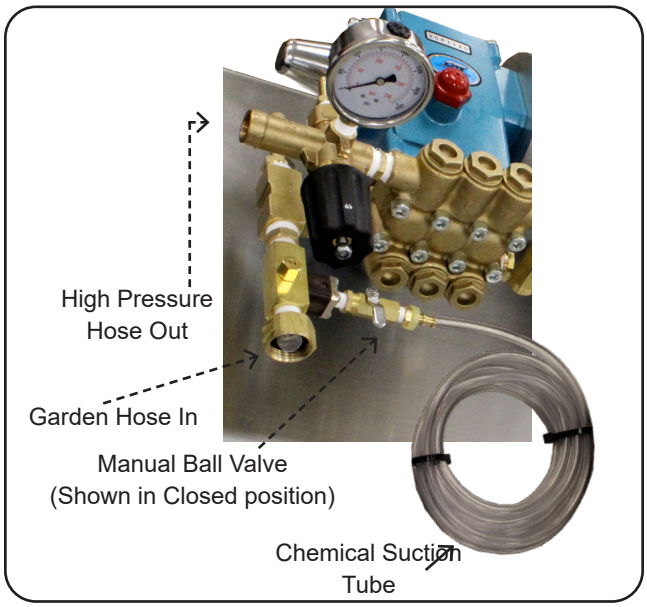

figure 2
3. Run a 3/4" city pressure hose line to female garden hose connector on inlet of pressure washer. If running hot water, temperature should be no more than 130°. **(Fig. 2)**
4. Connect one end of the high pressure hose to the outlet of the pump & install trigger gun to opposite end. **(Fig. 2)**
5. Set chemical container next to pressure washer & insert chemical suction tube with strainer into the container. **(Fig. 2)**
6. Turn the manual ball valve on chemical suction line off for initial testing. **(Fig. 2)**